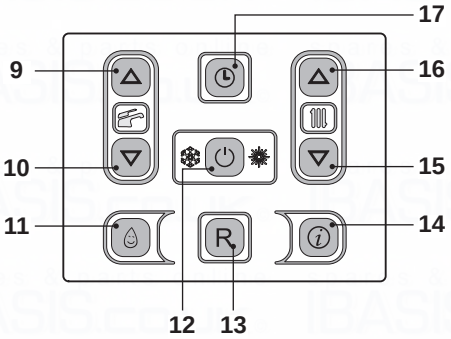

Fig. 2.12
Enter ”programming mode” by holding down keys 16 and 17 for 5 seconds (Fig. 2.12) until the LCD display indicates the symbols shown in Fig. 2.11.
Press keys 9 or 10 (Fig. 2.12) to select the individual day (1)(2)(3)(4)(5)(6)(7) or if you want groups of days with the same time bracket scheduling, hold down key 9 until groups (1÷5), (1÷6), (1÷7), (6÷7) are displayed (flashing), then confirm by pressing key 12.